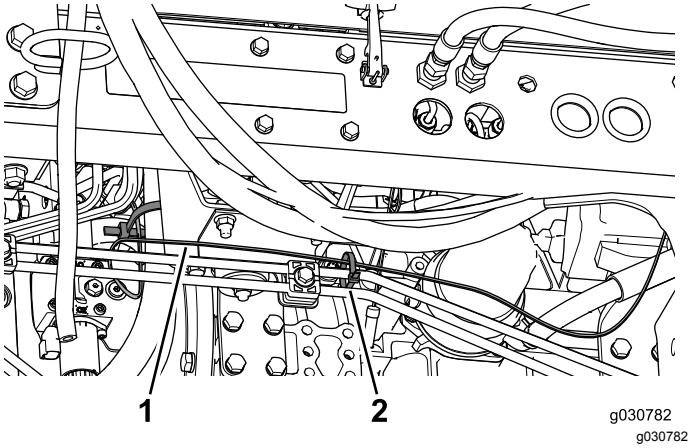
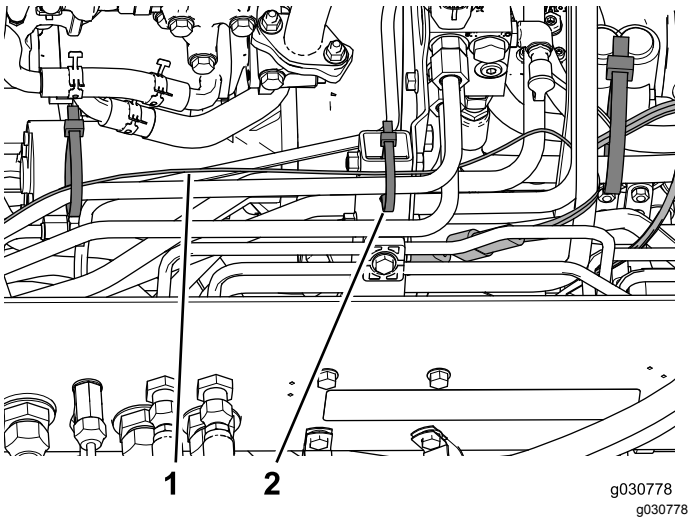

Figur 16
Figur 17
5. Fest vannpumpeledningene fra strømfastspenneren til hydraulikkslangene og -rørene på stedene vist i Figur 16 og Figur 17.